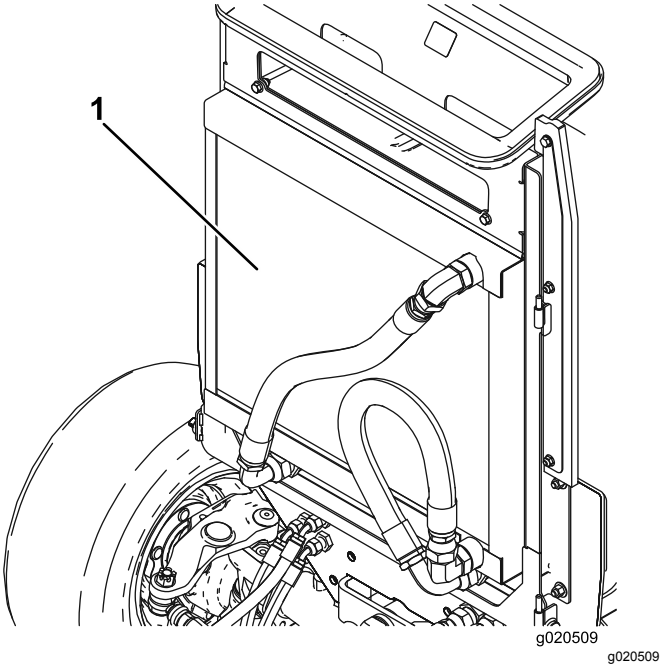

Figuur 79
3. Reinig beide zijden van de oliekoeler en de radiateur grondig Figuur 79) met perslucht. Begin aan de voorkant en blaas het vuil eruit naar de achterkant. Reinig vervolgens de oliekoeler vanaf de achterkant en blaas het vuil naar de voorkant. Herhaal deze procedure verschillende keren totdat het maaisel en het vuil geheel zijn verwijderd.